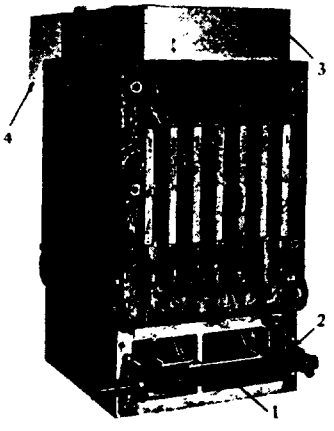

FIG. 10—Burners, Manifold, Canopy And Drafthood Assembled
6. Starting at either end of base, place each mixer tube firmly on its orifice holder and on the burner support. Place burners on mixer tubes. Ends of burners with two tapped holes for pilot brackets should face the front. See that burners are straight and level when assembly is complete. Tighten set screws in manifold brackets. See Fig. 10